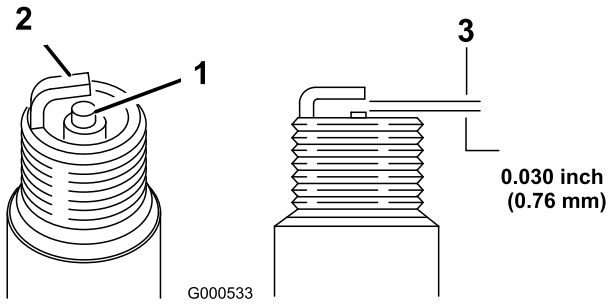

Figuur 31
5. Stel de elektrodenafstand in op 0,76 mm (Figuur 31).